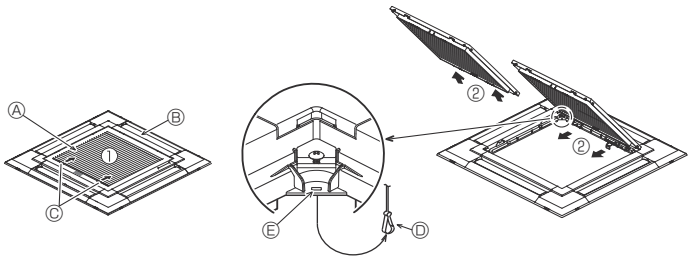
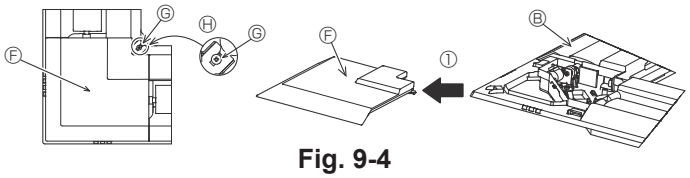

Fig. 9-3
Fig. 9-4
9.2.1. Retrait de la grille d'admission (Fig. 9-3)
• Pour ouvrir la grille d'admission, faire glisser les leviers dans le sens indiqué par la flèche ①.
• Lorsque la grille se trouve en position "ouverte", retirer la charnière de la grille d'admission comme indiqué par la flèche ②.
9.2.2. Retrait du panneau en coin (Fig. 9-4)
• Dévissez les 4 vis de coin. Pour retirer le panneau, faites-le glisser dans le sens indiqué par la flèche ①.
[Fig. 9-3] [Fig. 9-4]